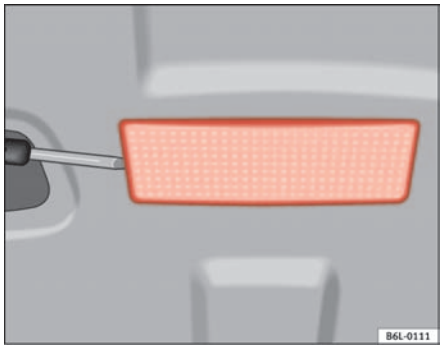

Fig. 157 Luggage compartment lighting
– Insert screwdriver in the opening on the left-hand side ⇒ fig. 157.